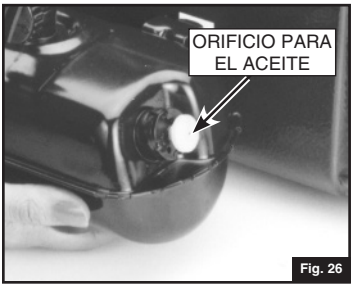

Fig. 26
2. Estacionalmente o antes de guardarla, rocíe unas pocas gotas de aceite dentro del ORIFICIO DEL ACEITE en la tapa de la bomba. Esto mantendrá la bomba funcionando apropiadamente. (Fig. 26)